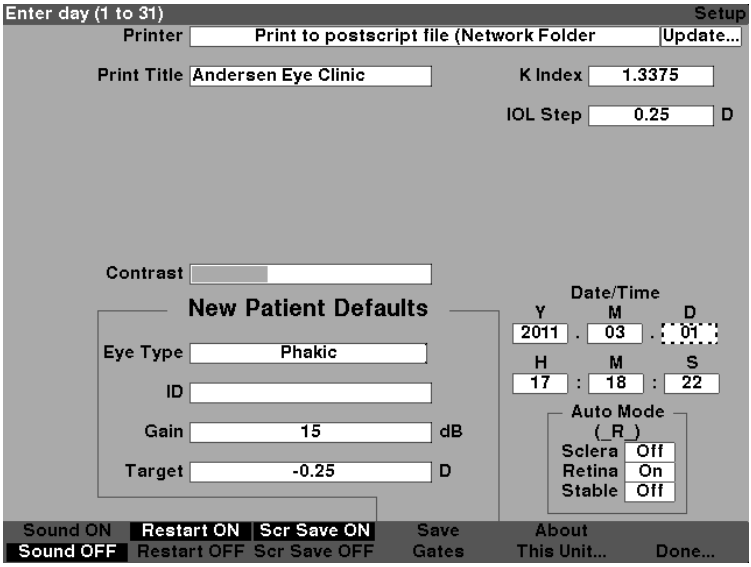

Figure 5-64 Day Field Activated
2. Press the knob or the √ button, to activate the field, indicated by the dashed border as shown in figure 5-64.